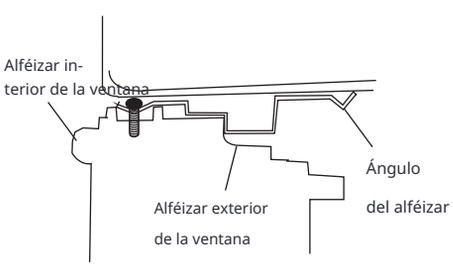

Fig.12
2. Coloque el mueble en la ventana con el ángulo del borde inferior firmemente asentado sobre el borde de la ventana como se muestra. Baje temporalmente la ventana detrás del ángulo superior para mantener el mueble en su lugar (Fig.12).